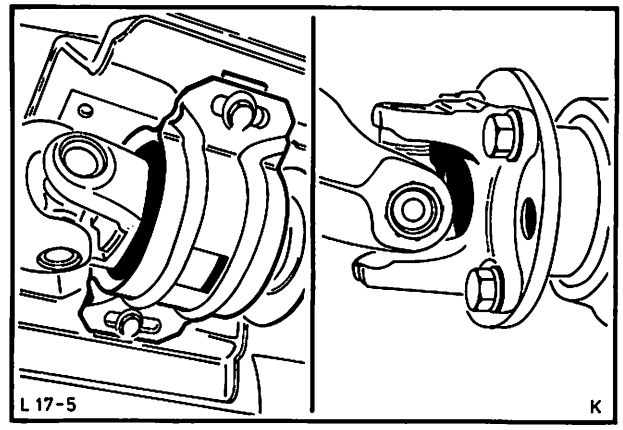

Abb. 24 Gelenkwellenbefestigung
21. Schutzkappe aus Getriebeverlängerung entfernen und komplette Gelenkwelle einbauen, Abb. 24. Mittellager mit Unterlegscheiben lose am Bodenblech vormontieren. Gelenkwelle an Hinterachsflansch anbauen und Schrauben mit vorgeschriebenem Drehmoment festziehen (siehe Techn. Daten). Anschließend Mittellager parallel zur Gelenkwelle und spannungsfrei mit vorgeschriebenem Drehmoment festziehen (siehe Techn. Daten).